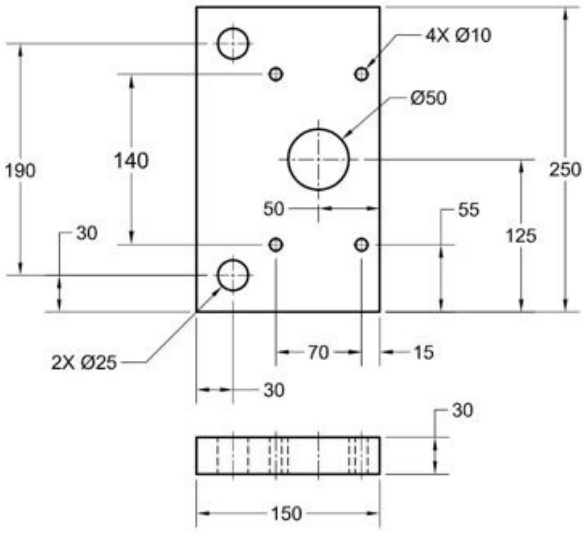
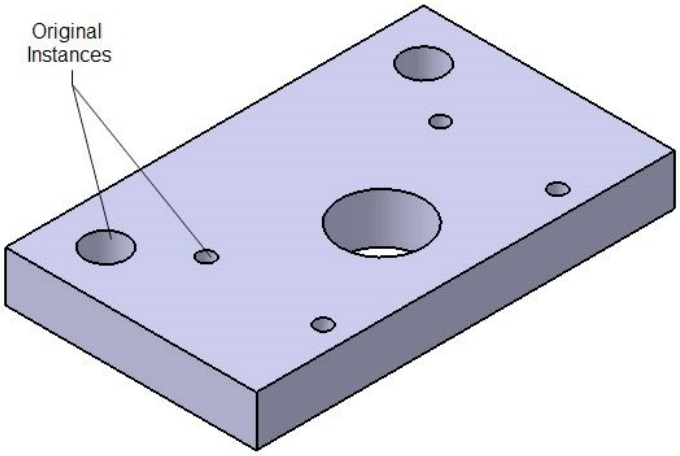

Figure 12-83 *Views and dimensions of the Bottom Plate*
Figure 12-84 *The final model of the Bottom Plate*
b. Create a new part inside the assembly. Modify its name and create features of the base component, refer to Figure 12-84. In this assembly, the Bottom Plate will be the base component.
2. Create the Bottom Plate using the part modeling tools. For dimensions, refer to Figure 12-83. The final model of the Bottom Plate is shown in Figure 12-84.
Create the Bottom Plate on the XY-plane. Create the holes of diameter 10 and 25 as separate features, and then pattern them separately, refer to Figure 12-84.